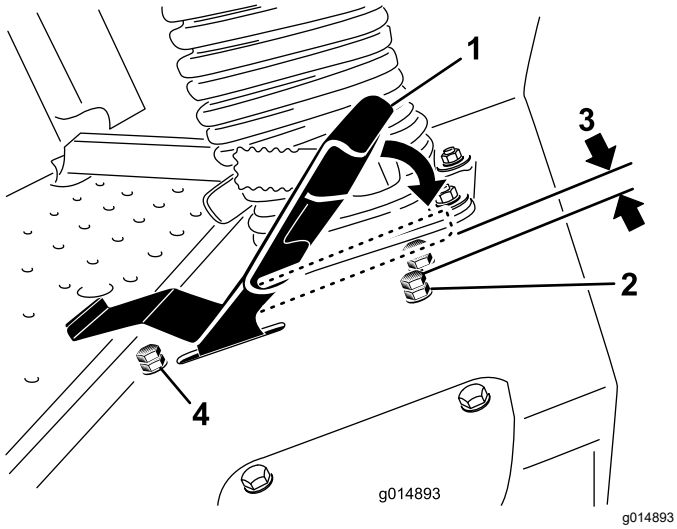

Figur 50
3. Lossa kontramuttern på stoppskruven för gaspedalen (Figur 50).